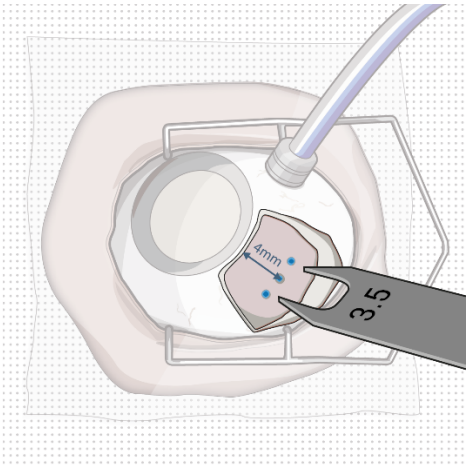

Figure 29
- Mark a **3.5 mm** length for scleral dissection parallel to and 4 mm posterior to the limbus using an inked fixed width caliper (or equivalent) (Figure 29).